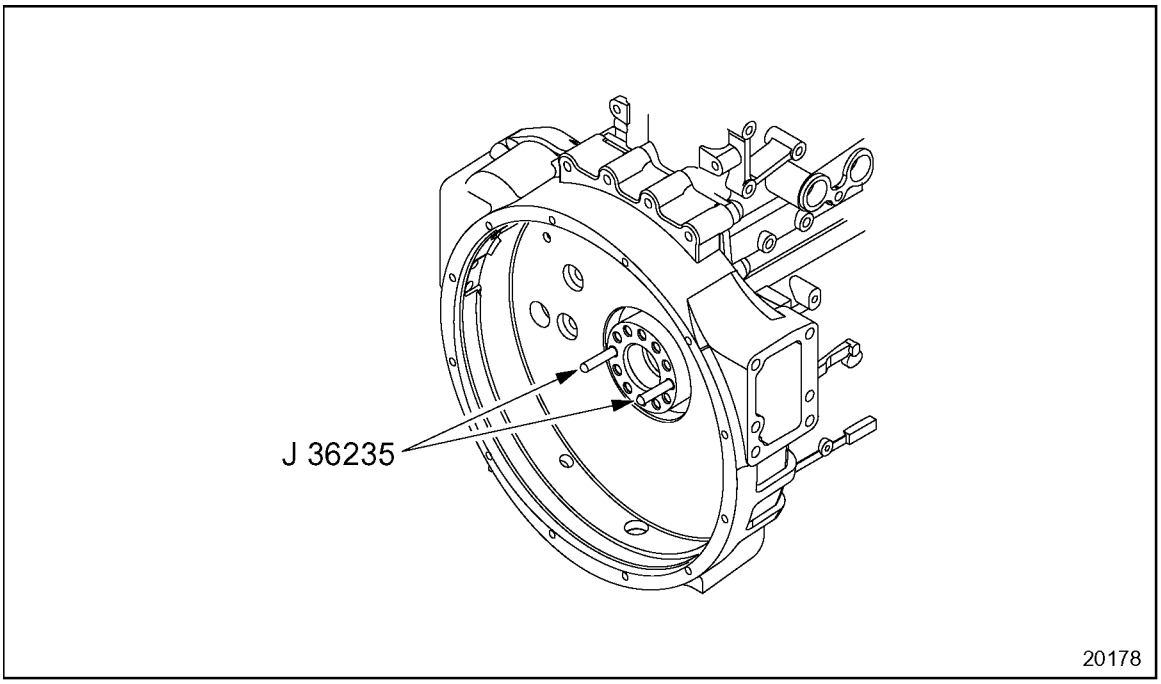

Figure 1-244 Flywheel Guide Studs
6. Install two flywheel guide studs, J 36235, through the flywheel and into the crankshaft at the 3 and 9 o'clock positions. See Figure 1-244.